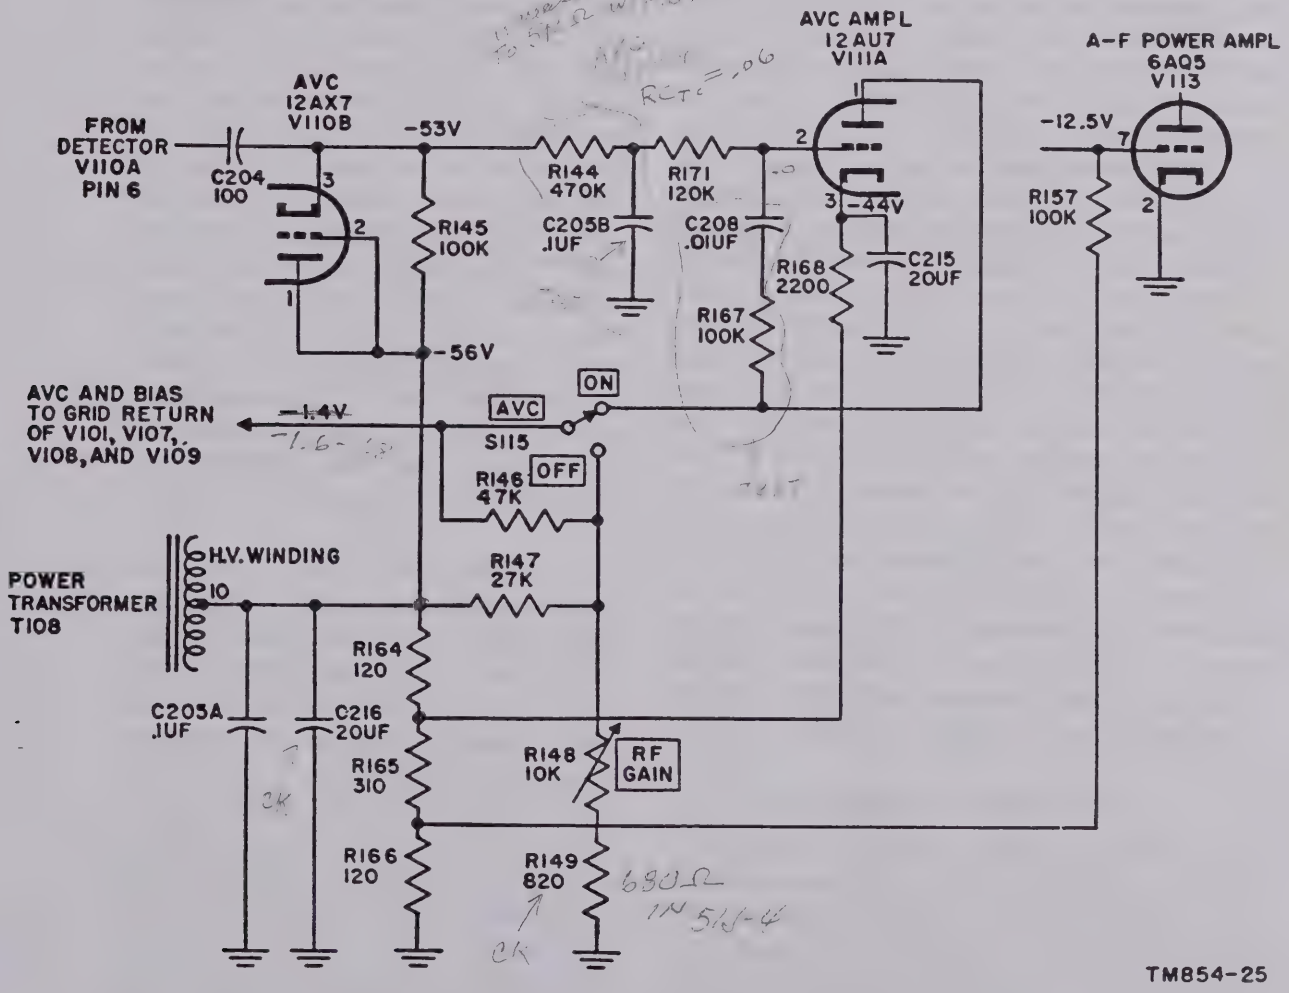

Figure 25. Avc and avc amplifier stages, schematic diagram.
to ground and return to cathode. Capacitor C202 is the i-f filter capacitor. That portion of the developed a-f voltage appearing across R151 is applied to limiter V112A and the following a-f stage. I-f signal voltage for the avc circuit is taken from the detector plate and applied through capacitor C204 to avc tube V110B cathode (fig. 25). The i-f output tube secures its i-f signal from coupling to the detector diode plate through C226.
a. Avc V110B. The i-f signal voltage is coupled to avc tube V110B through capacitor C204 and across resistor R145 (fig. 25). Avc tube V110B is a triode which is diode-connected. The application of i-f signal voltage between cathode and plate produces a rectified a-f current flow through R145. The a-f voltage is filtered before application to the avc amplifier tube by resistor R144 and C205B. The time constant of R144 and C205B is approximately .06 second. The avc voltage does not have instantaneous effect on input signals because the avc amplifier V111A has a d-c bias of approximately —9 volts on its grid, which makes this a delayed avc system.
(1) Resistor R152 and capacitor C205C are series-connected from the negative side of R150 to ground. Resistor R153 is connected from the junction of R152 and C205C to the cathode of noise limiter tubes V112A. The time constant of R152 and C205C is such that all a-f is filtered and a steady negative bias applied to the cathode of V112A. The values of R152 and C205C are sufficient so that variations in af appearing across R150 and R151 do not affect the negative bias on the cathode of V112A. The cathode is kept at the potential of the negative end of R150.
(2) The plate of the limiter tube is connected to the junction of resistors R150 and R151. The potential at this point, and consequently the limiter plate potential, is more positive than the limiter cathode potential, and the tube conducts at the frequency at which the a-f voltage drop across R151 varies.
(3) On noise peaks, the voltage drop across R151 hits a simultaneous peak, which results in a large negative potential being applied to the limiter plate. Since R152 and C205C have a relatively large time constant (.047 second) a slow change in potential occurs at the limiter cathode. This condition allow the limiter plate to attain a more negative potential than the cathode and the limiter tube ceases to conduct. As soon as the noise peaks diminish, the limiter tube conducts, and the audio is transferred to the a-f amplifier through C209 and across AUDIO GAIN resistor R154.
c. A-F Power Amplifier V113. The a-f power amplifier V113 uses a tube type 6AQ5. The output of the a-f voltage amplifier, V112B, is applied across the grid resistor R157 of V113. The d-c grid bias is developed across resistor R166, a part of the power supply voltage divider consisting of resistors R164, R165, and R166 (fig. 25), and applied to V113 grid through resistor R157. Tube V113 output is developed across the primary of output transformer T107, induced in the tapped secondary winding, and applied from the appropriate portion of the secondary to either the PHONES or SPEAKER jack. Located at the rear of the receiver is a terminal strip labeled G, 4, and 600, to which external audio reproducing units can be connected. The SPEAKER and PHONES jacks are connected across the 600-ohm winding of the transformer. Screen voltage for V113 is obtained by connection to terminal 2 of filter choke L123 (fig. 42). Plate voltage for V113 is obtained by connecting the plate return side of the primary winding of T107 to terminal 2 of filter choke L122. Capacitor C212 connected between plate of V113 and terminal 2 of transformer E107 discriminates against the higher audio frequencies to equalize audio output.